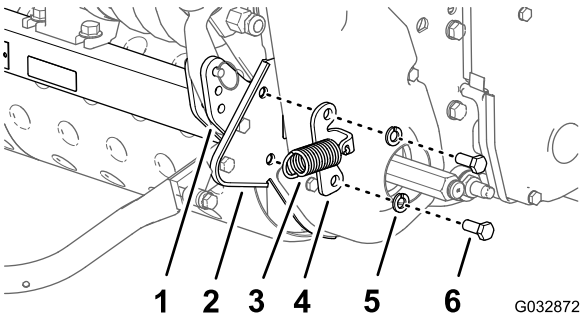

Figur 4
6. Ta bort de två skruvar (3/8 x 7/8 tum) och två låsbrickor (3/8 tum) som håller fast fjäderns förankringsfäste och den högra plåten vid det yttre mellanlägget på maskinens bakre ram (Figur 4).